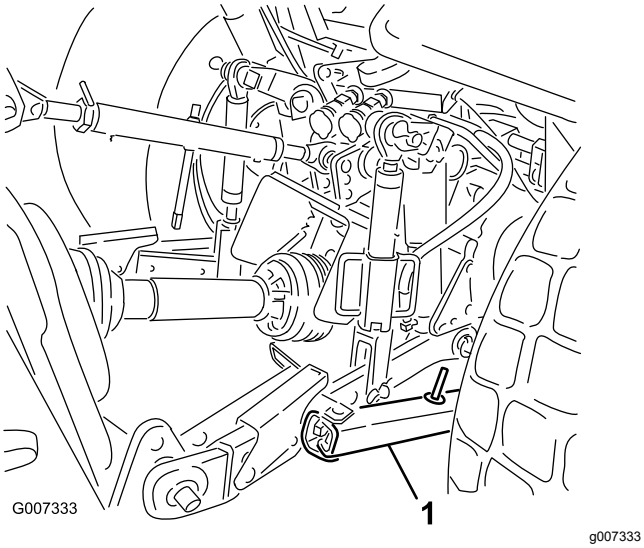

Bild 28
1. Stellen Sie die Schwenklenker an den unteren Hubarmen ein, sodass diese höchstens an jeder Seite 25 mm schwenken können (Bild 28).